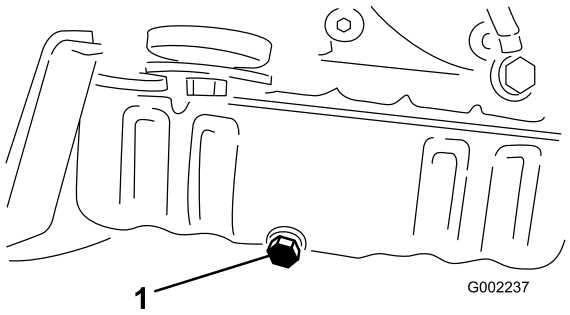

Bild 41
5. Nehmen Sie die Ablassschraube ab (Bild 41).